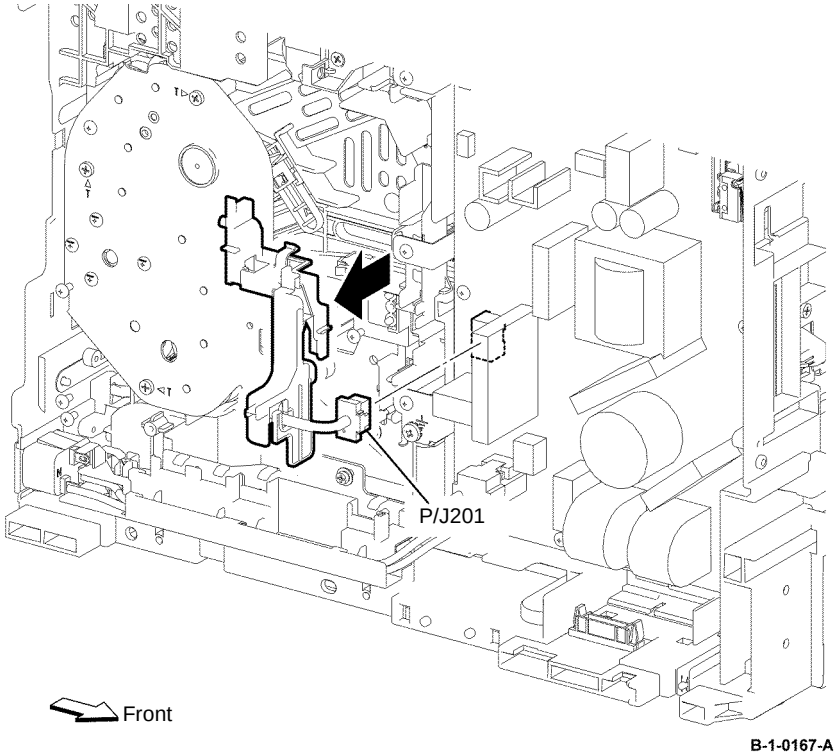

Figure 2 P/J201 disconnection
10. Disconnect P/J201 from the LVPS PWB, then move the harness guide, Figure 2.